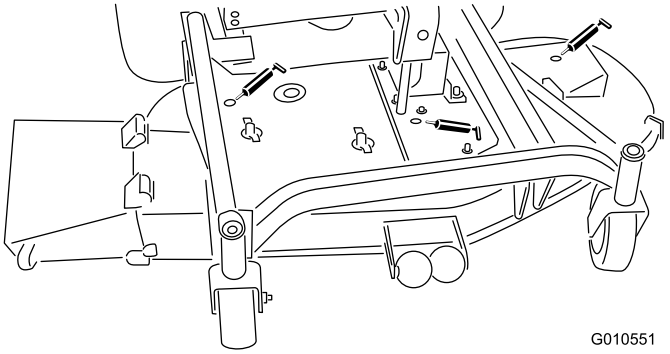

Figuur 15
- Lagers van de mesas (Figuur 15)